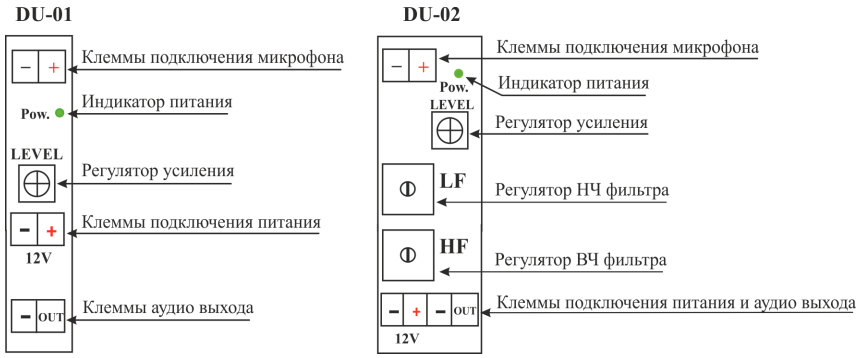

Рис.1 Приемники. План расположения элементов.
3. Установите в среднее положение регулятор усиления LEVEL (см. рис. 1).
6. При установке приемника DU-02, регуляторами НЧ (LF) и ВЧ (HF) добейтесь максимально комфортного прослушивания речи.